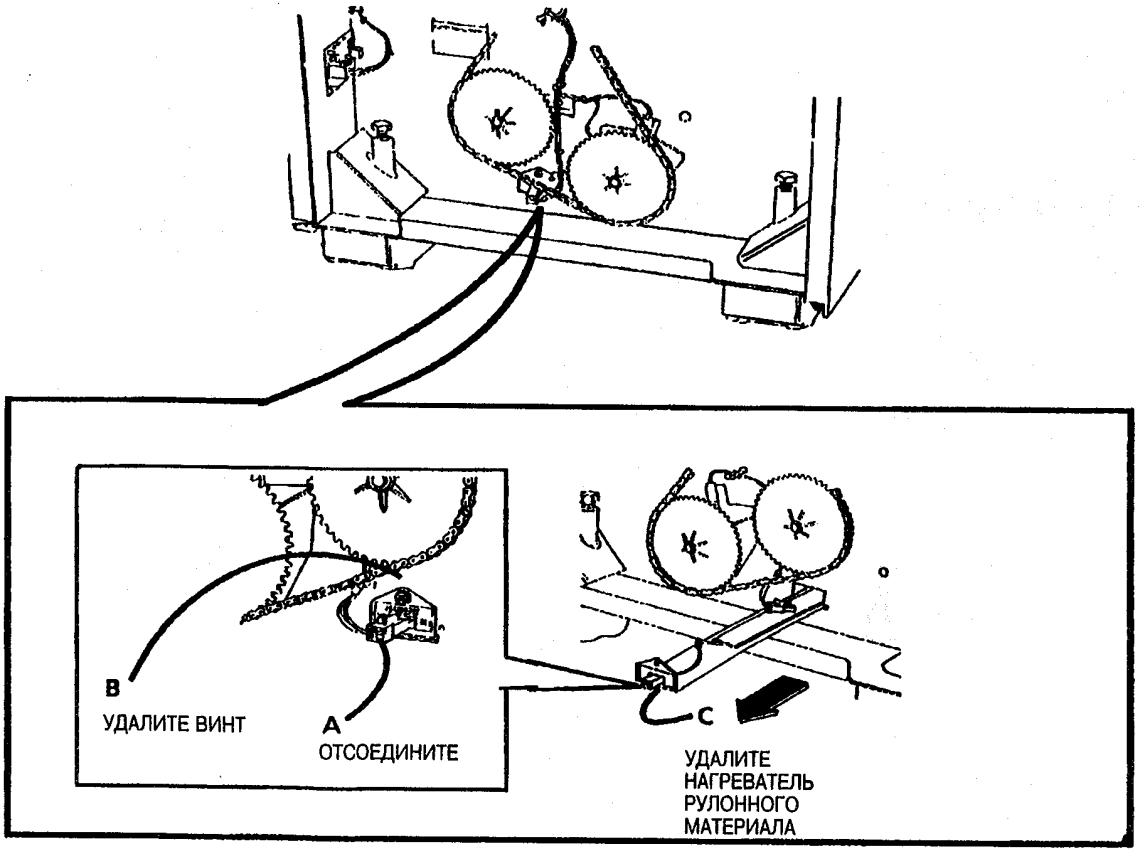

Рис. 1. Удалите нагреватель рулонного материала
4. Рис. 1: Удалите диск датчика положения.